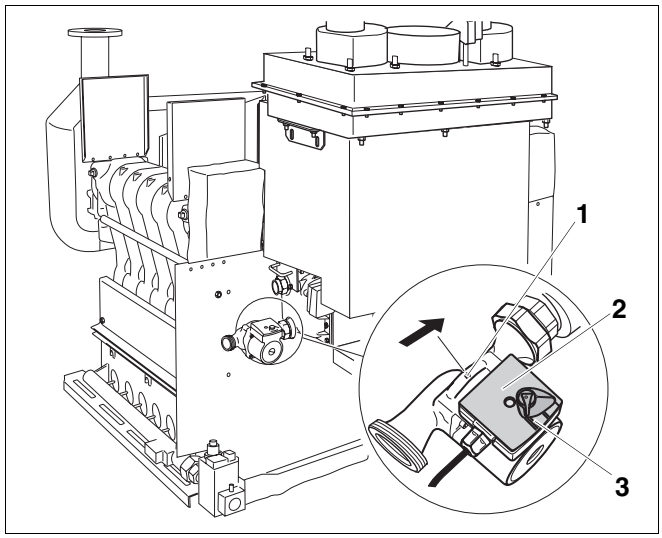

Afb. 61 Pomp van de warmtewisselaar
- Bouw een pomp voor de warmtewisselaar (afb. 61, **pos. 2**) in de stromingsrichting pijl (afb. 61, **pos. 1**) in de retour van de warmtewisselaar in (zie hoofdstuk 10 "Warmtewisselaar aansluiten", pagina 68). Let op de correcte instelling van de pomp! De pomp moet steeds ingesteld zijn op positie III (afb. 61, **pos. 3**).